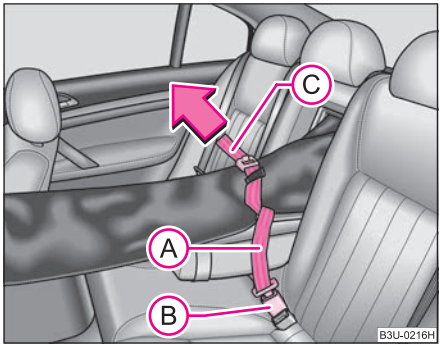

Fig. 74 Attaching through-loading bag to middle seat belt buckle of rear seats
– Insert the belt (A) ⇒ fig. 74 into the middle seat belt buckle (B).
– Pull the seat belt (C) tight in direction of arrow ⇒ fig. 74.